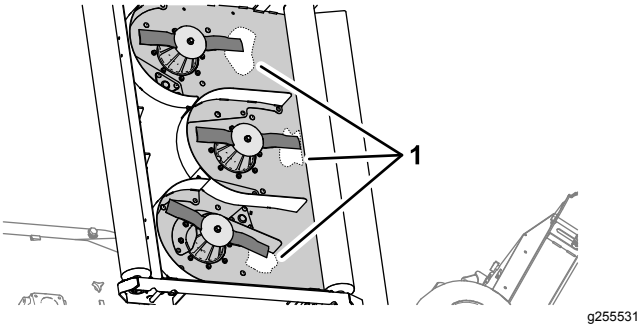

Figur 65
2. Rengjør bunnen av klippeenheten i området ved siden av klippekanten på baksiden av knivbladet (Figur 65).